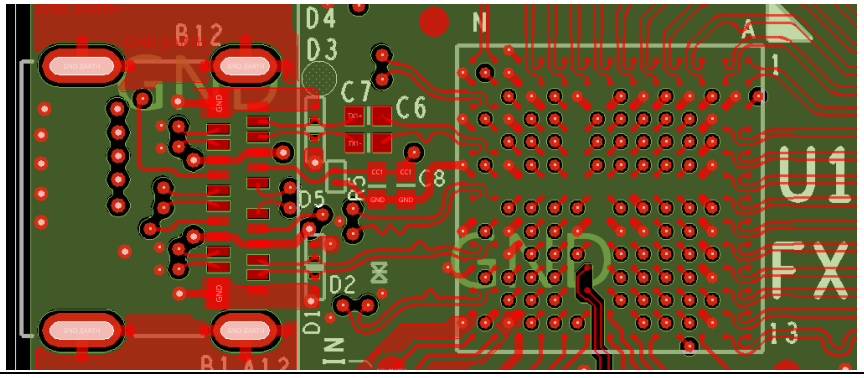

Figure 6 Anti-pad in USB layout
- Anti-pads are required underneath the area in the top layer with wider copper pads than the USB signal trace width. See Figure 6: Red is layer 1 and Green is layer 2. Anti-pads are provided under USB-C connector pins, AC coupling capacitors, and ESD diodes. This reduces reflection on the SuperSpeed signals by maintaining the impedance. It is mandatory to provide the ground reference on the layer, which is immediate to the solid GND layer. Place AC capacitors near to USB connector only if the host and device are connected through the cable. This helps to avoid the cable noise reaching to EZ-USB™ FX20 device. Place AC capacitors near EZ-USB™ FX20 if the latter is connected to the hub or another embedded controller on the same PCB